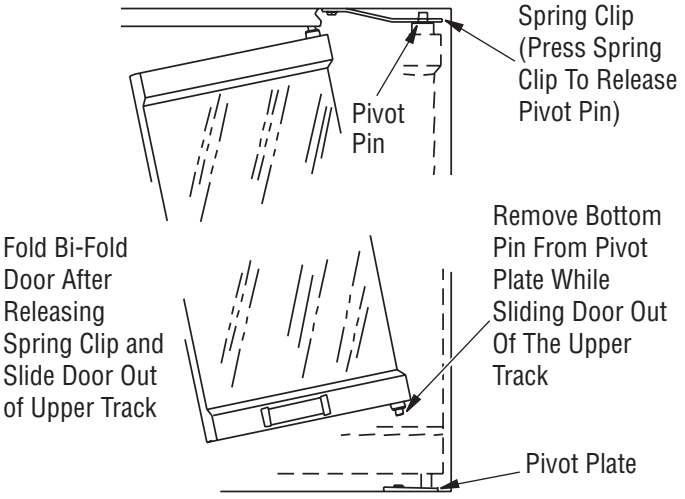

Figure 1 - Removing Glass Doors
1. Remove both glass door panels (when equipped) by following the instructions shown in Figure 1.